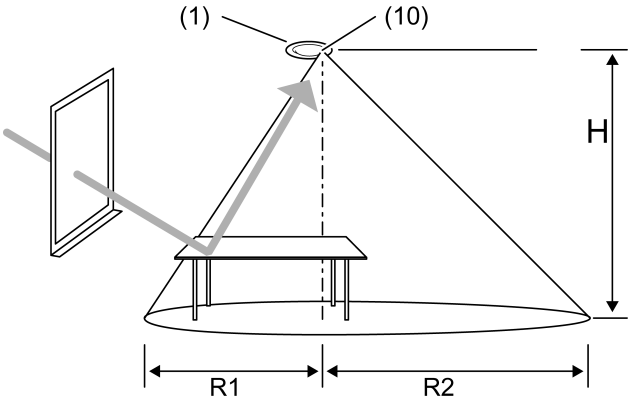

Bilde 7
- Ved montering skal apparatet plasseres slik, at lysføleren (10) ikke er rettet helt mot vinduet (Bilde 7).